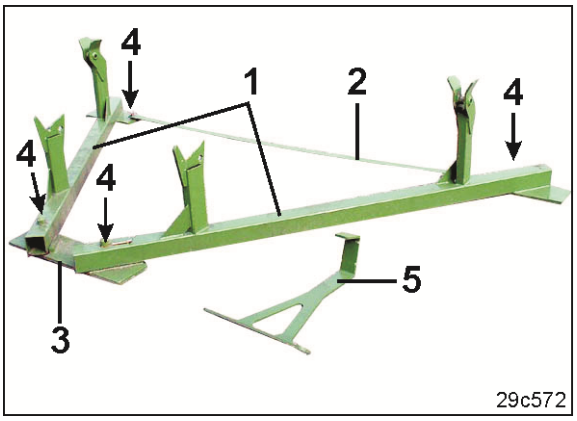

Fig. 64
1. Zwei Trägerrohren (Fig. 64/1) mit dem Abstandshalter (Fig. 64/2) und der Zapfenkonsole (Fig. 64/3) abstecken.
2. Die Bauteile mit vier Klappsteckern (Fig. 64/4) befestigen.
Die Sicherungsstrebe (Fig. 64/5) sichert die Maschine später gegen Umfallen.